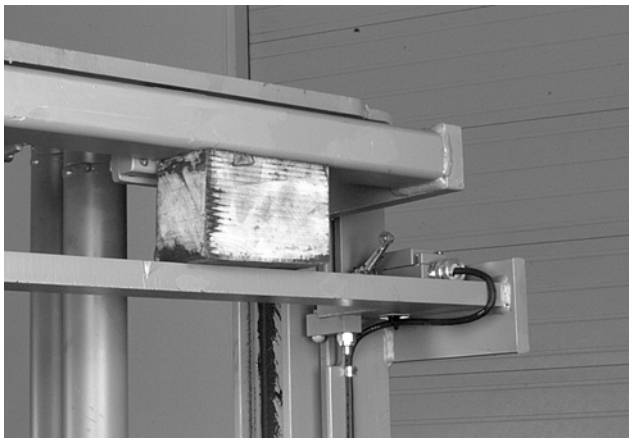

Figure 7-273: Blocking Inner and Outer Telescopics
1. Elevate the inner telescopic enough to place a support block under the inner and outer telescopics. Lower mast onto support. See Figure 7-273. Clamp the support in place.
1. Ensure the truck mast is blocked and clamped. See Figure 7-273 on page 7-311.
5. With the chain anchor in the proper position, start the two (2) hex head cap screws, then tighten.